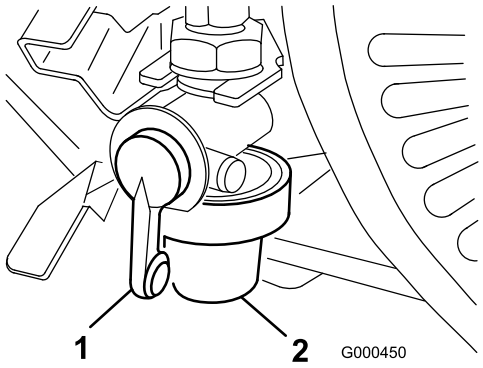

Figur 25
1. Stäng bränslekranen och skruva av skålen från filterstommen (Figur 25).